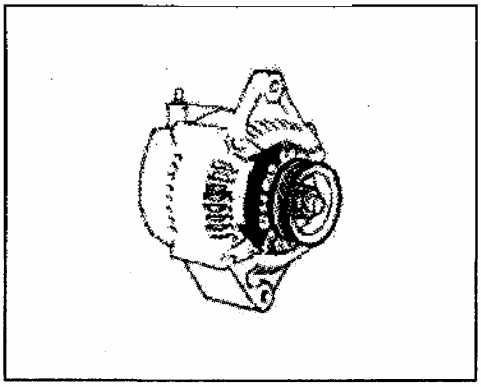

Рис. 268
16) Проверьте и убедитесь в том, что ротор вращается свободно (Рис. 268).